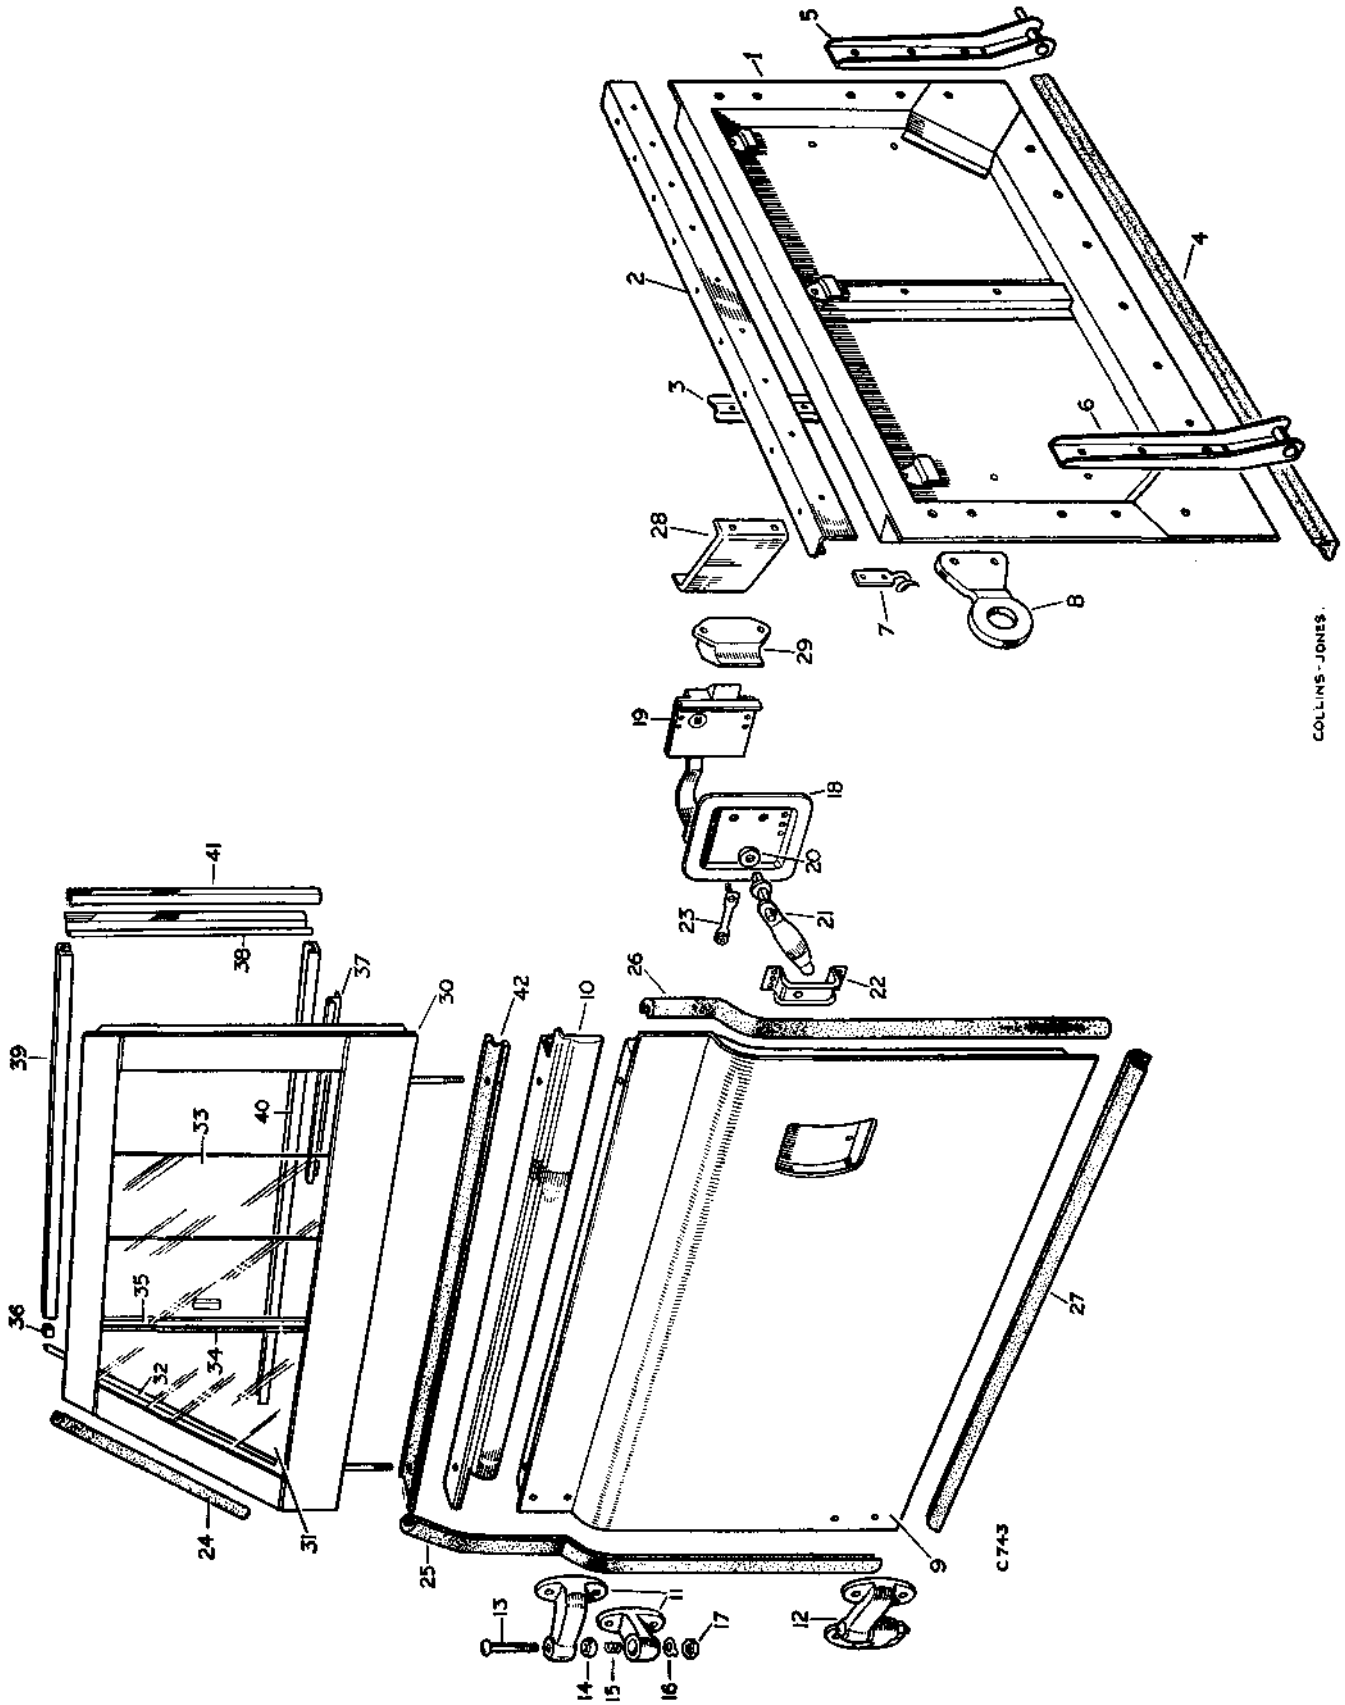

**Fig. Q1-13. Layout of tailboard, doors, and side screens**
**Door** (Figs. Q1-13 and Q1-14)